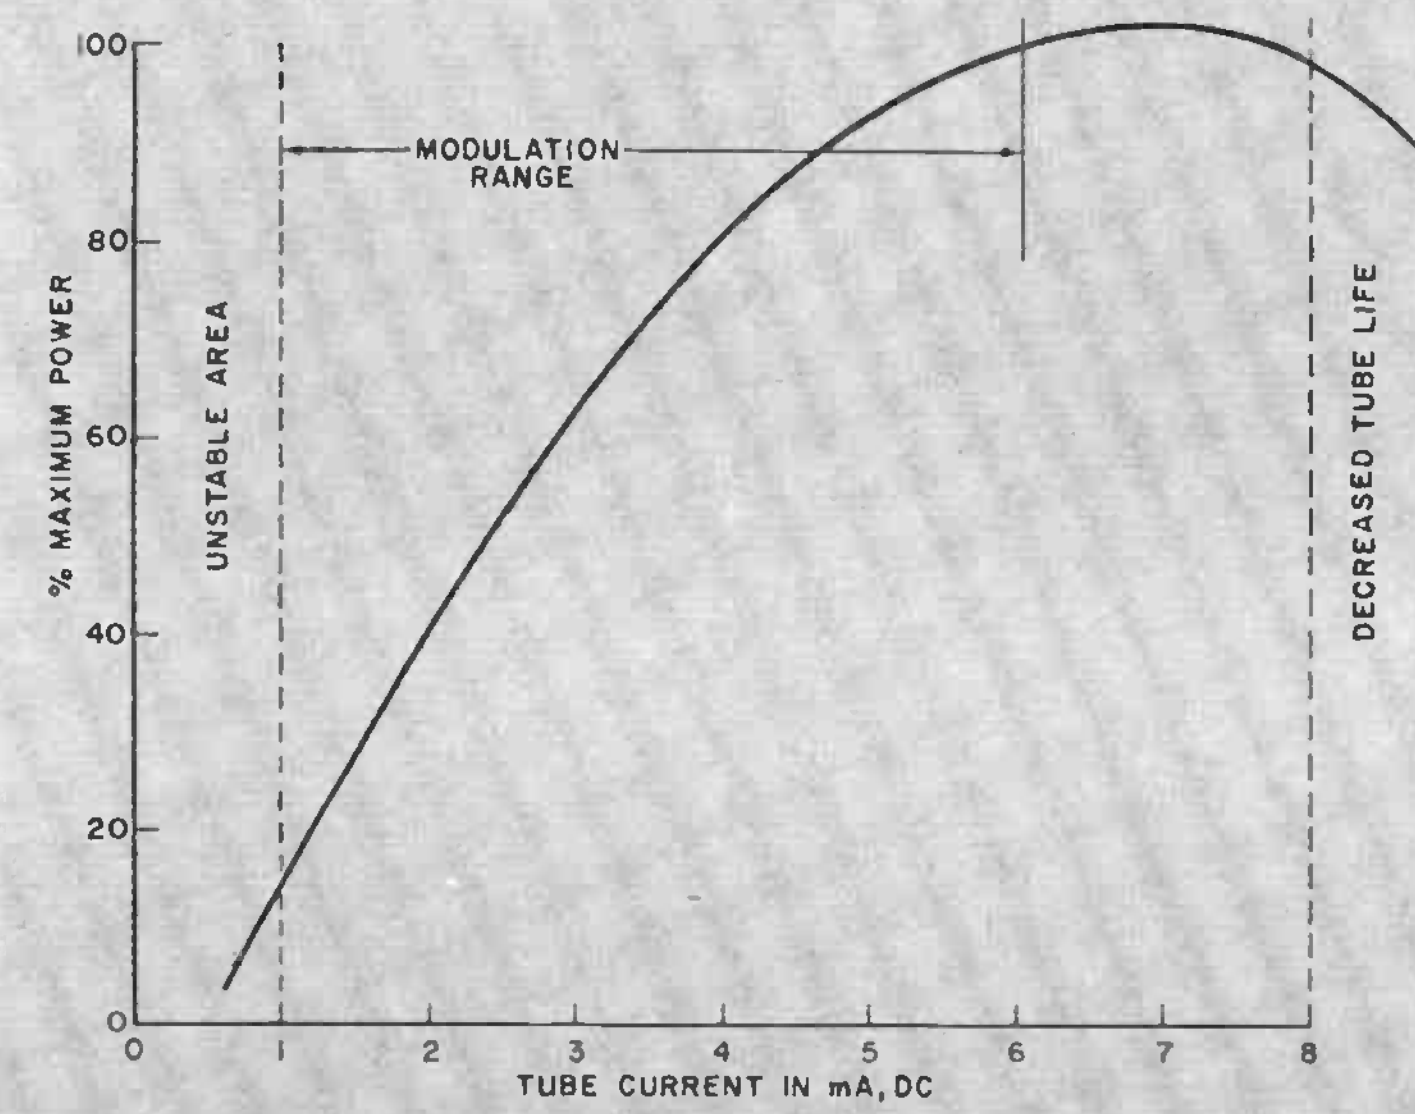
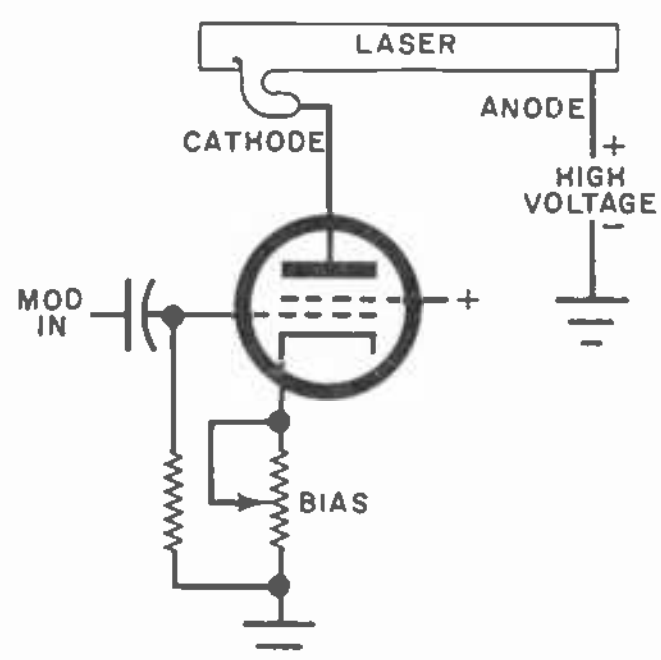

Fig. 1. Light output of the laser is a function of tube current. Modulation 90% or better can be obtained easily by this modulation method.
Fig. 3. The basic amplitude modulator uses a conventional pentode in series with the laser. The suppressor grid is electrically connected to the cathode.
**Laser Modulation.** The light output of a gas laser such as the 0.5-mw helium-neon type described in our previous article is a function of the current flowing through the laser tube (see Fig. 1). At very low currents, the laser becomes unstable and
A basic modulator circuit, using a pentode with a large dynamic resistance, is shown in Fig. 3. The pentode is in series with the laser tube and forms a simple amplitude modulator. The dynamic resistance of the pentode is a function of the applied audio signal on its control grid. A potentiometer in the cathode circuit of the pentode determines the basic operating resistance of the tube and, hence, the operating point of the laser. Once the latter point (located on the curve in Fig. 1) has been set by the bias potentiometer, an audio input to the pentode causes the laser current to fluctuate about the operating point and the emitted light is amplitude modulated.